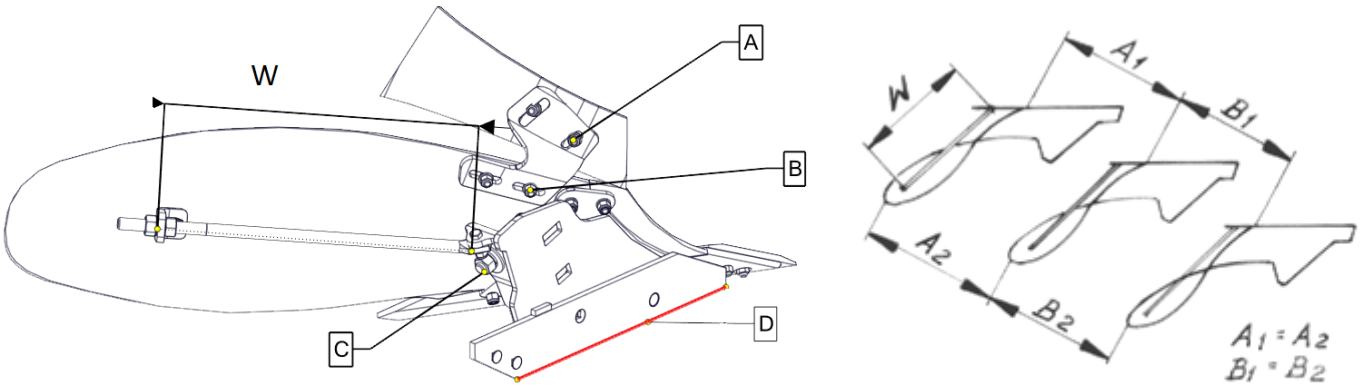

Rysunek:9 ***Ustawienie korpusu***
- regulacji dokonaj za pomocą śrub **(A/B) (**Rys.9**)** mocowanych na otworach podłużnych uchwytu zgarniacza
- listwa zgarniająca powinna zostać tak zamocowana, aby jej przednia krawędź znajdowała się przy odkładnicy (regulacja śrubami **(B)** (Rys.9)), a tylna krawędź została wyregulowana zgodnie z głębokością orki (śruby **(A)** (Rys. 9))